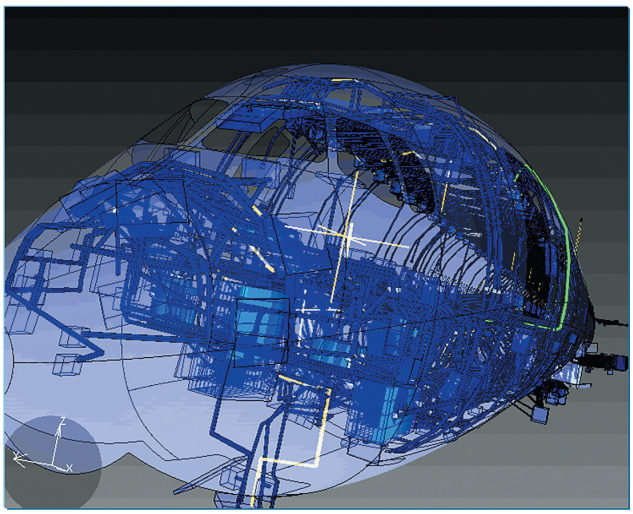

Рис. 3. Разработка бортовой кабельной сети в SEE Electrical PLM
- SEE Electrical PLM (рис. 3);